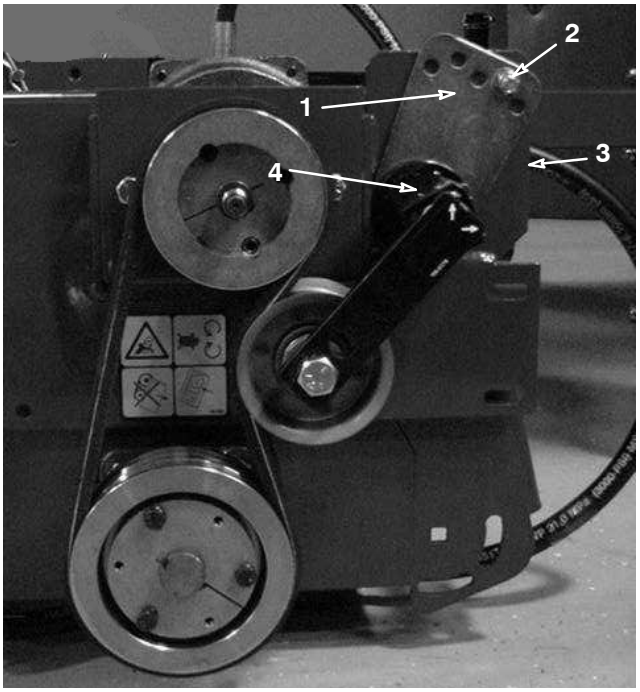

Figure 9
2. On back side of frame, loosen capscrew securing belt tensioner to frame (Fig. 9).
3. Remove capscrew and nut securing tensioner guide to drive mount (Fig. 9). Belt tension will be released when capscrew is removed.